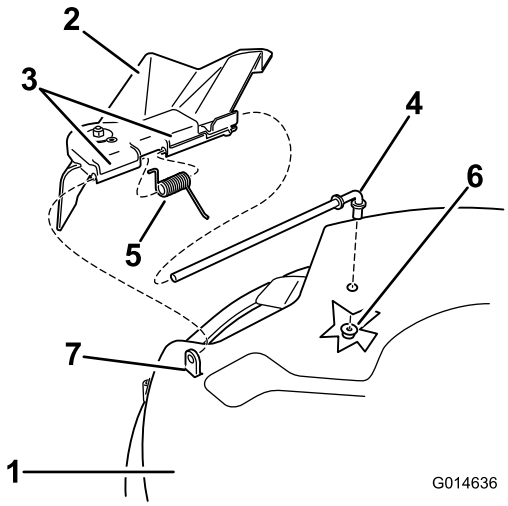
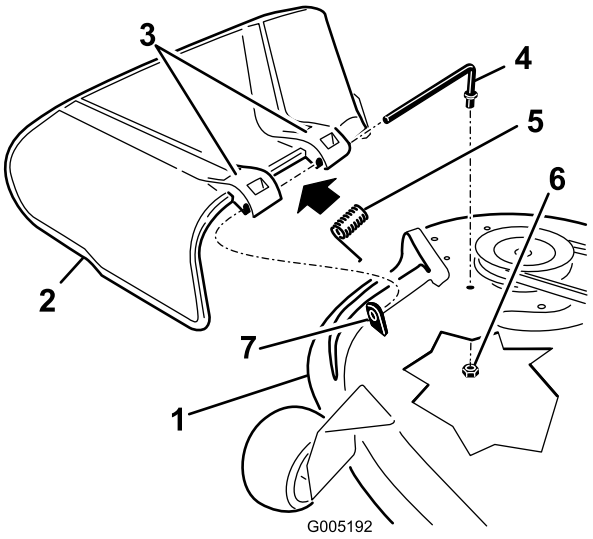

Figur 66
Figur 67
1. Leta reda på de delar som visas i Figur 66 och Figur 67.
2. Avlägsna muttern (3/8 tum) från stången under klipparen (Figur 67).
3. Skjut ut stången från det korta avståndsstycket, fjädern och gräsriktaren (Figur 67).
5. Byt ut gräsriktaren (Figur 67).
7. Sätt fjädern på stången, med ändkablar nedåt, och mellan gräsriktarens fästen. Skjut stången genom det andra gräsriktarfästet (Figur 67).
9. Fäst stångens bakre ände i klippaggregatet med en mutter (3/8 tum) enligt Figur 67.